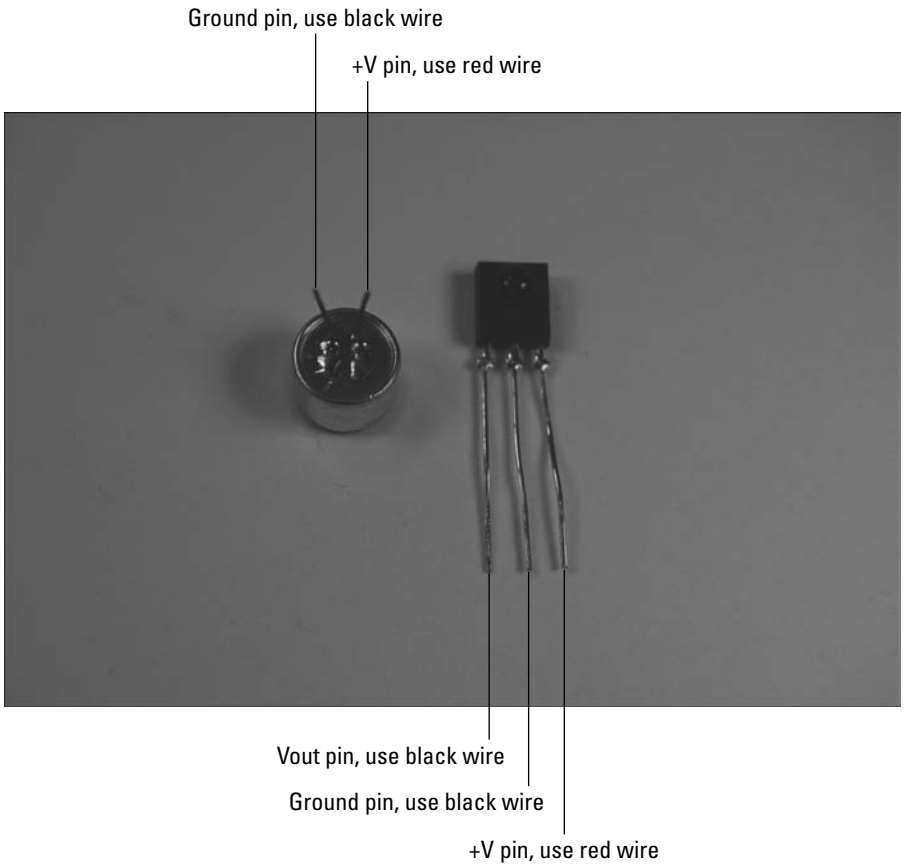
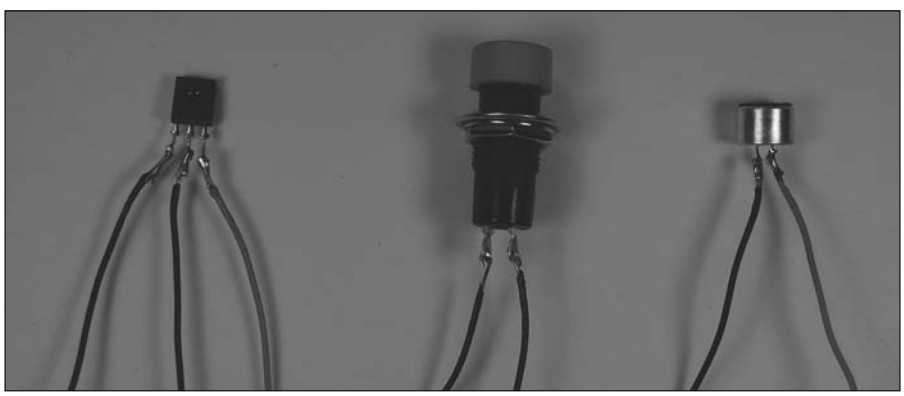

Figure 9-24: Microphone and IR detector pin identification.
Figure 9-25: Wires soldered to the microphone, IR detector, and record switch.
8. **Connect a 6" red wire and a 6" black wire to the microphone pins, as indicated in Figure 9-24. Then solder them, as shown in upcoming Figure 9-25.**
9. **Connect a 6" red wire and two 6" black wires to the IR detector pins, as indicated in Figure 9-24; then solder them, as shown in upcoming Figure 9-25.**
10. **Connect two 10" wires (any color works) to the record switch and solder them, as shown in Figure 9-25.**